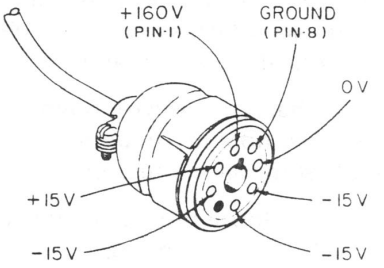

Figure 7-1
27. Check that preamplifier is plugged in; check voltages at preamplifier plug (see Figure 7-1), then replace meter amplifier (A204). (See Section 6-9.4 for installation.) If problem persists, preamplifier must be replaced.